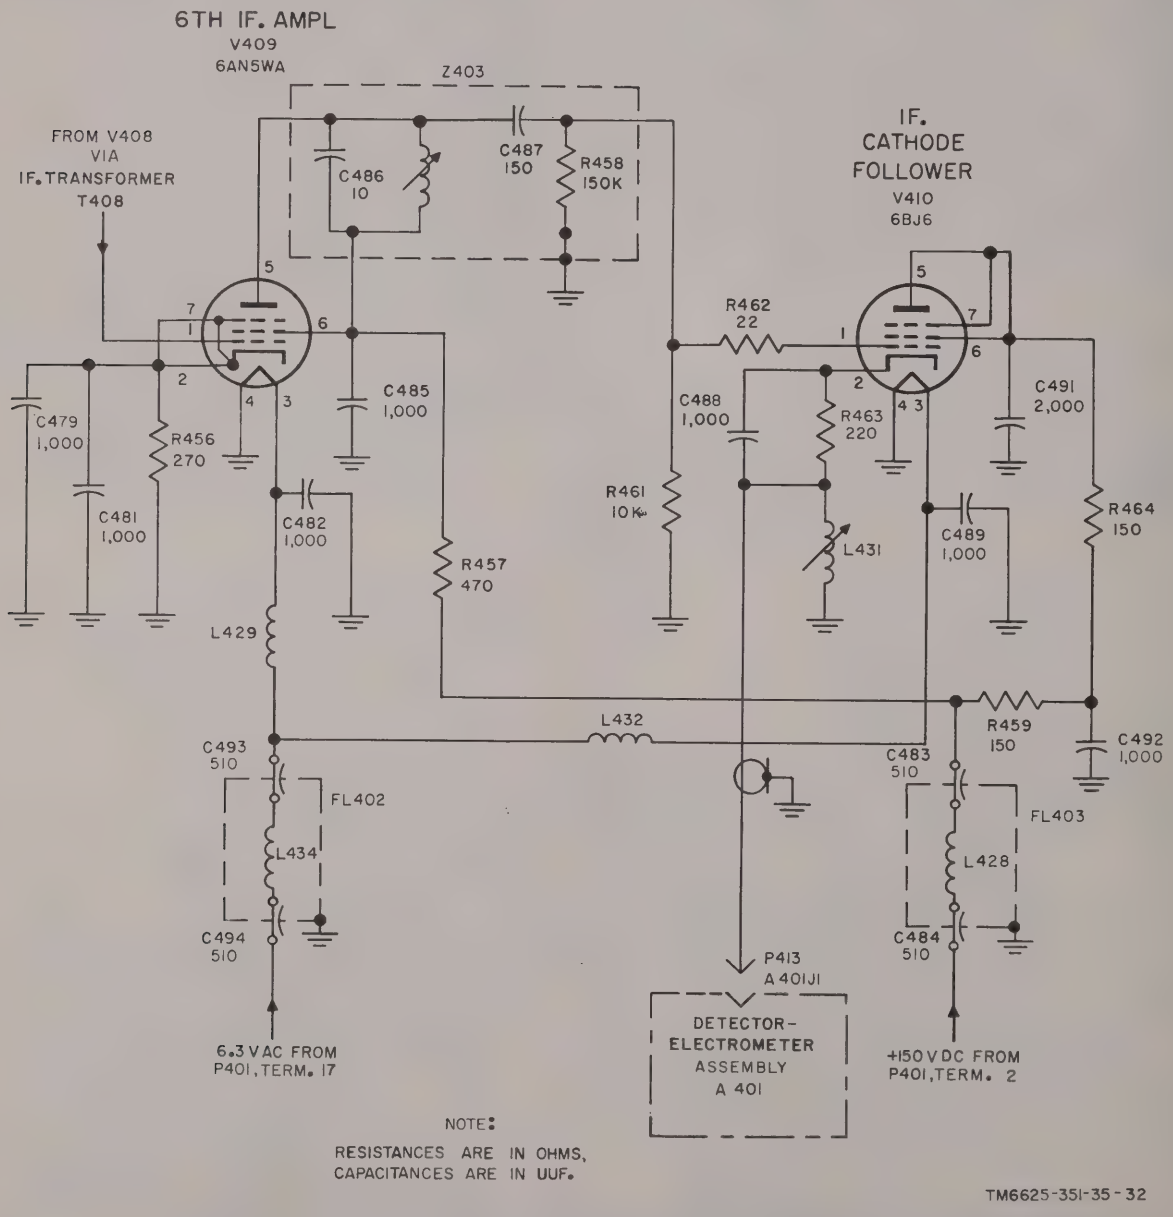

Figure 32. Tuning unit 3, sixth if. amplifier V409 and cathode follower V410, schematic diagram.
d. If. Cathode Follower V211 (fig. 32). A cathode follower is used as the final stage in the if. amplifier subassembly. This stage is identical in circuit components with the if. cathode follower in tuning units 2, 3, and 4. Therefore, the following circuit description is applicable to all if. cathode followers, with differences indicated in the chart that follows the circuit analysis.
(1) The function of the if. cathode follower is to supply driving power to the detectors in the detector and electrometer circuit from a low-impedance source.
(2) A pentode-type 6BJ6 tube is used as the if. cathode follower; since the screen grid, the suppressor grid, and the plate are externally connected together, the tube functions like a triode. The if. signal from the final if. amplifier is coupled to the grid of the triode. The resistor housed within the impedance network of the final if. amplifier functions as the grid return. Cathode bias is employed; the bias resistor is bypassed by a capacitor. A tuned coil is in series with the cathode bias network to chassis ground. This coil is adjusted during if. amplifier alignment to develop maximum signal output.
(3) The common junction of the screen grid, the suppressor grid, and the plate is bypassed to ground through a capacitor. Plate voltage is applied from the filtered 150-volt bus through a dropping resistor.
(4) The heater circuit is decoupled from the 6.3-volt ac power source by a filter capacitor and rf choke.
(5) The rf voltage developed across the cathode tuned coil is applied to a connector plug on the rear partition of the if. amplifier subassembly. This connector plug mates direct with input jack J1 on the detector and electrometer assembly.
(6) The following chart summarizes the differences between the if. cathode followers in tuning units 2, 3, and 4.
c. If. Amplifier V409 (fig. 32). The amplified if. signal at the output of V408 is inductively coupled to the control grid of if. amplifier V409. This stage is essentially similar to the first three if. amplifier stages (*b* above), but differs in its tuned plate circuit. The tuned network, Z403, in the output of the final if. amplifier, is single tuned. No set-up transformation is required because of the signal gain produced by the previous amplifier stages. Except for the lower value of cathode bias resistor R456 and the plate- and screen-dropping resistor, R457, the circuit description is identical with that of if. amplifiers V406 through V408. The heater circuit of V409 uses an additional decoupling network which isolates the 6.3-volt ac line from the if. and rf currents circulating in the tuning unit. This additional decoupling network consists of filter FL402, which consists of a metallic cylinder enclosing rf choke L434. The choke is encased within the metallic cylinder which penetrates the top side of the if. amplifier subassembly. The outer shield of the filter is soldered to the grounded surface of the wall. Feedthrough capacitor C494 accepts the 6.3-volt ac voltage from the heater bus. Choke L434 serves as a low-pass filter for powerline frequencies and a high rejection filter for intermediate frequencies. The 6.3-volt ac is connected through feedthrough capacitor C493 to the junction of decoupling coils L429 and L432.
d. If. Cathode Follower V410 (fig. 32). Detailed circuit analysis of the if. cathode follower, which is identical in tuning units 2, 3, and 4, appears in the description of tuning 2 (para 40*d*). The cathode follower is the final stage in the if. amplifier, which supplies driving power from a low-impedance source to the detectors in the detector and electrometer assembly A401.